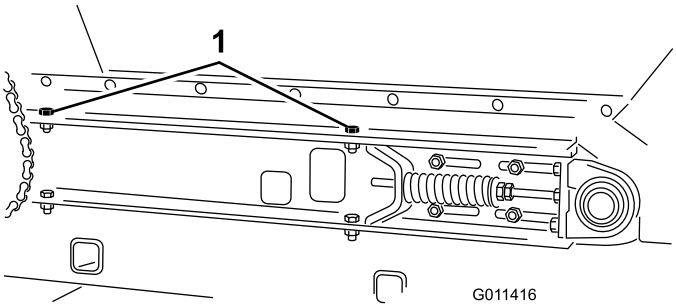

Figuur 32
4. Verwijder de (2) tapbouten, ringen en moer aan elke kant van de machine waarmee de hopper aan de glijband is bevestigd (Figuur 32).